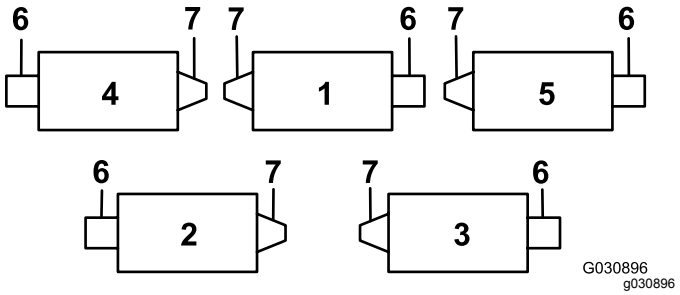
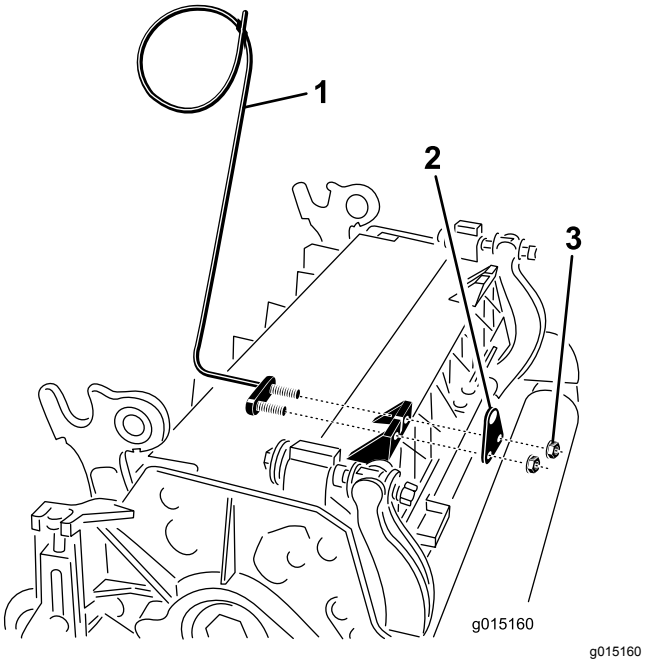
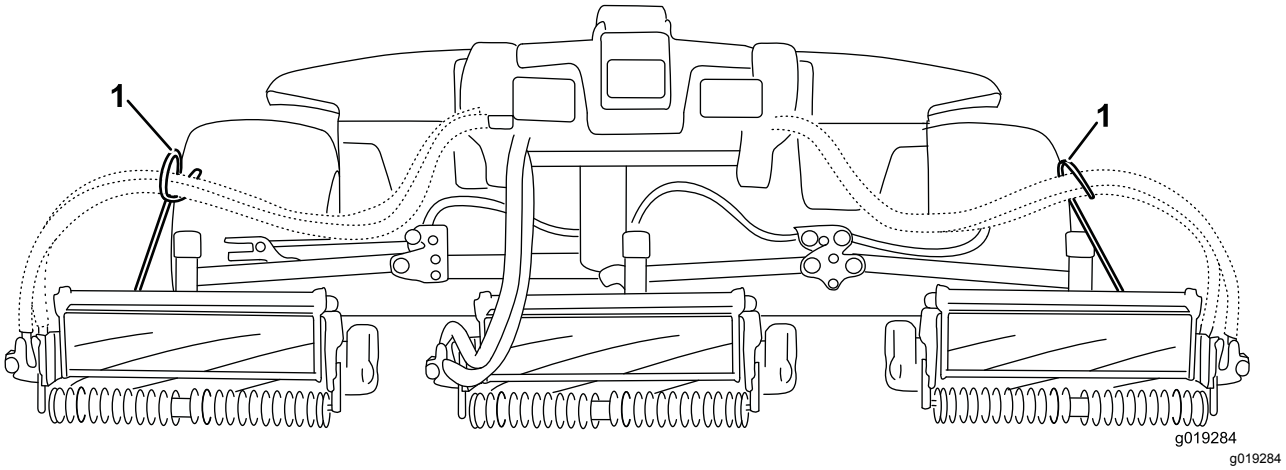

**Figur 6**
**Figur 7**
**Figur 8**
***Viktig:*** **På klippeenhet nr. 4 (venstre foran) og klippeenhet nr. 5 (høyre foran) bruker du monteringsmutterne for stangbraketten til å montere slangeførerne foran på klippenhetstappene (Figur 6 og Figur 7). Slangeførerne skal lene mot midtre klippeenhet (Figur 7 og Figur 8).**